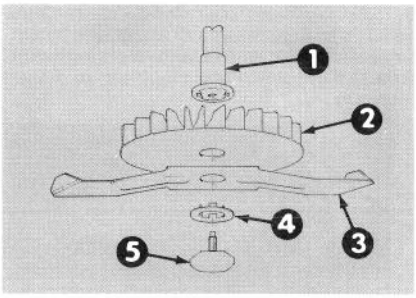

Abbildung 23
5. Speziellen Messerbefestigungsteil in die richtige Position bringen, damit die Laschen in den entsprechenden Schlitzen festsitzen. ☑ Sicherstellen, dass das Schnittmesser gut an der Motorwelle sitzt. Die Einrichtung mit dem Bolzen befestigen. Bolzen fest, bis zu ca. 15 N·m Drehkraft anziehen (Abb. 23).